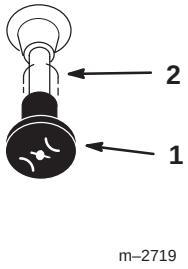

Figure 16
7. Lorsque le moteur a démarré, amenez progressivement la manette de starter en position **hors service** (Fig. 16). Si le moteur cale ou hésite, ramenez la manette de starter à la position **en service** pendant quelques secondes. Réglez ensuite le levier d'accélérateur à la position voulue. Répétez l'opération si nécessaire.